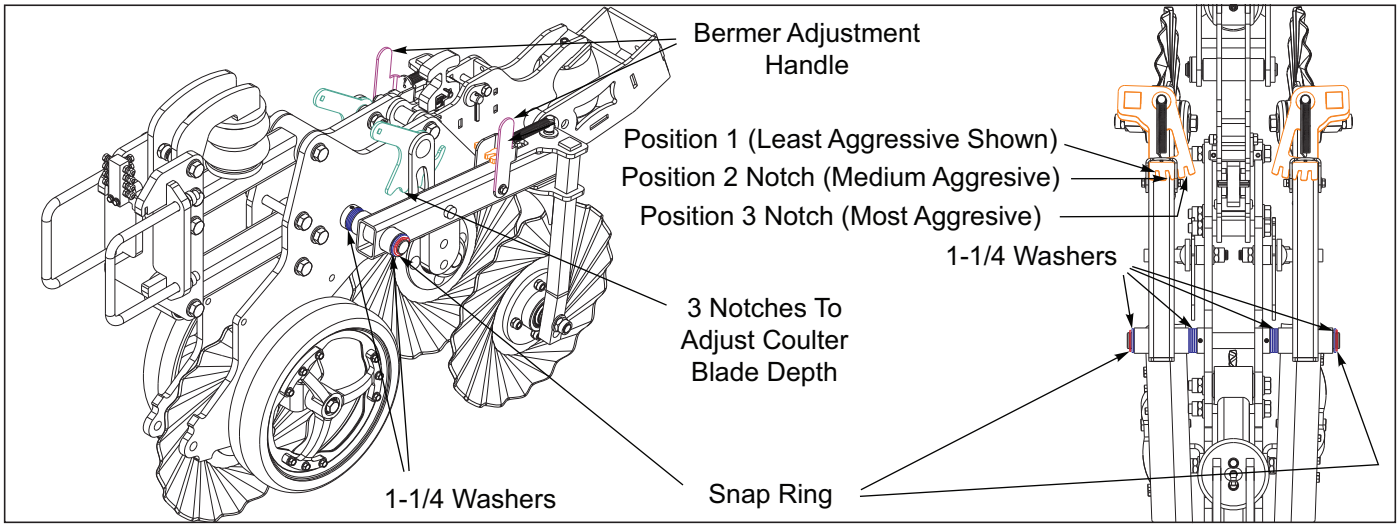

Figure 4-13: Bermer Coulter Adjustment
1. Adjust coulter depth by rotating the 3 notch plates ***See Figure 4-13***.